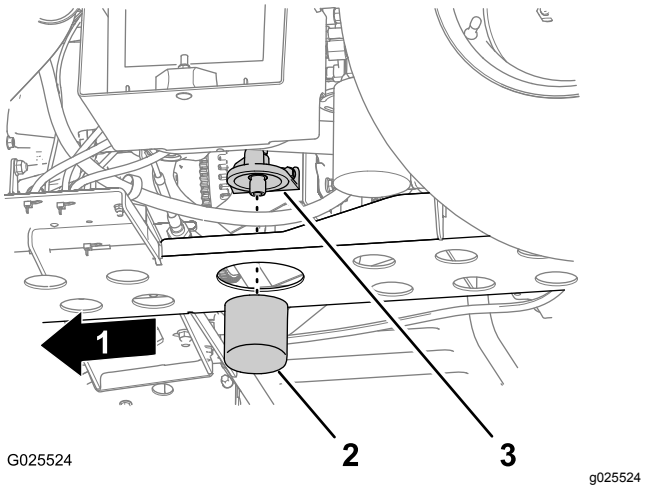

**Figur 45**
5. Fjern oljefilteret fra filteradapteren (Figur 45).
6. Tørk av filteradapterens forsegling (Figur 45).
8. Monter filteret til pakningen kommer i kontakt med monteringsplaten, og stram så filteret ytterligere 1/2–2/3 omdreining med urviseren (Figur 45).